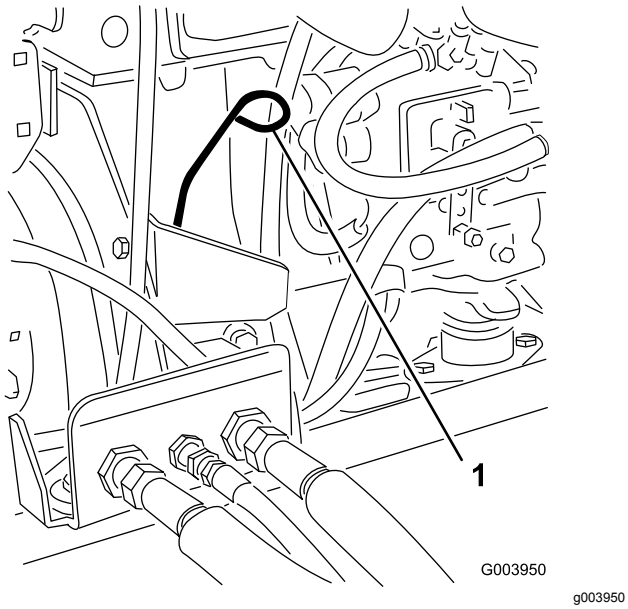

Figure 29
3. Retirez la jauge, essuyez-la sur un chiffon et remettez-la en place (Figure 29).